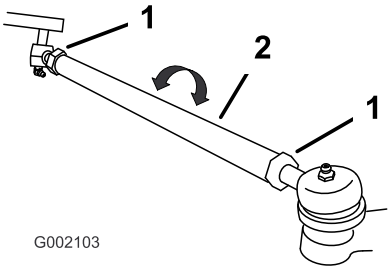

**Figur 39**
2. Om måttet inte ligger inom det angivna intervallet (se dimensionerna och parametrarna i början av förfarandet), lossar du kontramuttrarna i båda ändarna av dragstängerna (Figur 39).